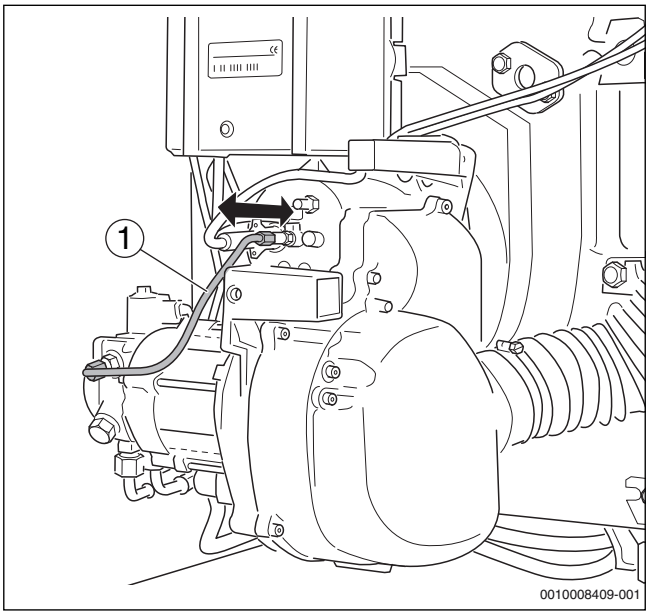

Fig. 39 Verifica della posizione corretta del sistema di miscelazione
- Estrarre la tubazione di alimentazione gasolio (→ fig. 39, [1]) di circa 5 mm.